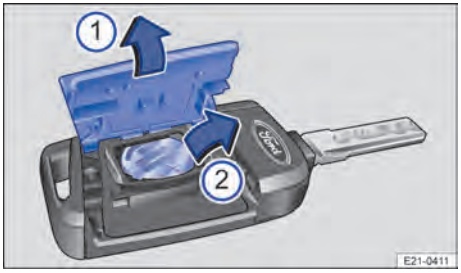
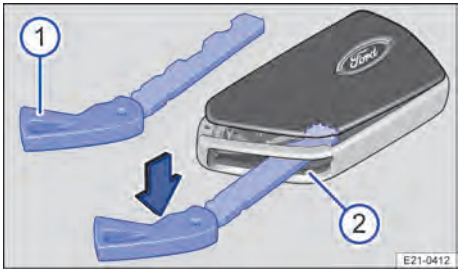

**Fig. 46** Llave del vehículo: cambiar la pila de botón.
**Fig. 47** Llave del vehículo: abrir la tapa del compartimento de la pila.
En función del equipamiento, la pila de botón de la llave del vehículo se cambia de dos maneras diferentes → fig. 46 y → fig. 47.
2. Abra la tapa hacia arriba → fig. 46 ①.
3. Retire la pila de su compartimento ②.
2. Introduzca la llave de emergencia en la ranura → fig. 47 ②, presiónela en el sentido de la flecha y desprenda la tapa haciendo palanca.